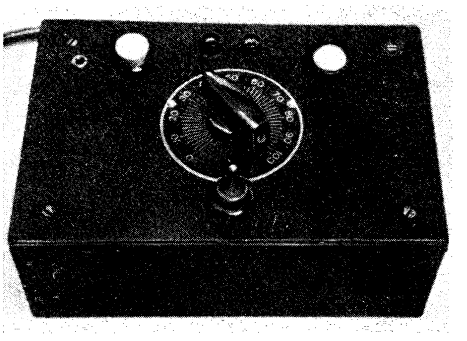

Bild 1. Außenansicht des Multivibrators
Zu den interessantesten schaltungstechnischen Aufgaben gehört die Kombination verschiedener Antennen oder Verstärkerkanäle zu Allwellenanlagen. Als Beispiel einer bewährten Industrieausführung sei daher nachstehend eine Lösung der Firma Blaupunkt Elektronik wiedergegeben, die sich durch gute Übersichtlichkeit auszeichnet. **Bild 1** zeigt zunächst die Zusammenschaltung von Empfangsantennen für die Bänder I bis III. Das dem Empfänger zunächst liegende Filter enthält einen Tiefpaß für die Antenne des längstwelligen Bandes (I) und einen Hochpaß für das nachgeschaltete Filter, deren beider Eingänge durch Drosseln galvanisch miteinander verbunden sind. Auch das nachgeschaltete Filter enthält einen Hochpaß (für das Fernsehband III) und einen Tiefpaß, an dessen Eingang der UKW-Kreuzdipol (Band II) und über eine zusätzliche Weiche der Übertrager für die Mittel- und Langwellen - Stabantenne angeschlossen sind. Die richtige Dimensionierung aller dieser Filter ist wegen der Anpassungsbedingung nicht einfach, so daß sie zweckmäßig fertig bezogen werden. Auch zum Bau von Antennenverstärkern gehört große Erfahrung. Dem Amateur, der sich auf diesem Gebiet versuchen will, sei empfohlen, Allwellenverstärker grundsätzlich nur aus getrennten Kanalverstärkern zusammenzusetzen.
Bild 1. Zusammenschaltung verschiedener Antennen für die Bänder I bis III. Die MW/LW-Stabantenne ist über eine eigene Weiche am Kreuzdipol für Band II angeschlossen (Blaupunkt Elektronik)
Der nachbeschriebene Breitband-Multivibrator, dessen Schaltung **Bild 1** wiedergibt, hat sich bei Niederschrift dieser Zeilen seit über einem halben Jahr für alle die genannten Prüfungen bestens bewährt. Er ist mit der Doppel - Triode ECC 40 für Betrieb am 220 - V - Wechselstromnetz aufgebaut und schwingt mit einer Grundfrequenz von etwa 400 Hz. Die Anodenwiderstände sind mit 2 kΩ sehr niedrig gehalten. Der eine Anodenwiderstand wurde als Potentiometer ausgeführt, an dessen Schleifer das Frequenzgemisch in von Null bis zum Höchstwert einstellbaren Amplituden abgenommen werden kann. Die Maximalamplitude der Grundfrequenz von 400 Hz beträgt 8...9 V. Selbst auf dem Kurzwellenbereich sind die Oberschwingungen für die aufgezählten Prüfungen noch ausreichend. Durch die niederohmigen Anodenwiderstände wird der Ausgang so niederohmig, daß der Multivibrator über zwei normale, unabgeschirmte einadrige Prüfschnüre mit dem zu prüfenden Gerät verbunden werden kann.
Zur Siebung mußten zwei kleine Elektrolytkondensatoren zu je 25 µF eingesetzt werden, damit das Gerät einen reinen Grundton von 400 Hz abgibt. Bei kleineren Siebkondensatoren wird der Ton rauh. Die überlagerte restliche Wechselspannungskomponente von 50 Hz verzerrt dann die Rechteckform der Schwingungen, wie im Oszillografen festgestellt werden konnte. Die beiden Elektrolytkondensatoren im Aluminiumbecher wurden mit Tesaband umwickelt und dadurch gegen das Chassis isoliert. Dieses ist mit dem Pluspol verbunden und geerdet (s. Bild 1).
Ihre Kristalldioden weisen eine kugelige Form auf **(Bild 1)**. Bei einem Gewicht von nur 1/4 Gramm beträgt der Durchmesser nur etwa 5 mm. Die Zuführungen bestehen aus zwei parallel herausgeführten Drähten, wobei der grüne Draht die Katode (Germaniumkristall) bezeichnet. Sie werden als erschütterungsfest, stoßfest und stabil bezeichnet, was ohne weiteres erklärlich ist, da sie auf dem Verbindungsprinzip (junction-pn-type) aufgebaut sind. Das Fehlen einer Wachsfüllung ermöglicht die Verwendung bis zu + 100° C. Die technischen Daten sind den bekannten Daten der amerikanischen I N-Serie angeglichen. Die Preise bewegen sich um 3.50 DM.
Links: Bild 1. Detectron-Kristalldiode (pn-Prinzip), Maßstab 1:1. Rechts: Bild 2. Detectron-Transistor (pnp oder npn), Maßstab 1:1